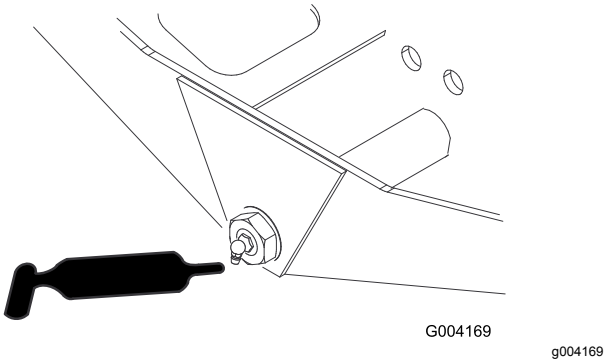

Figur 69
- Axelns styrtapp (1) (Figur 69)